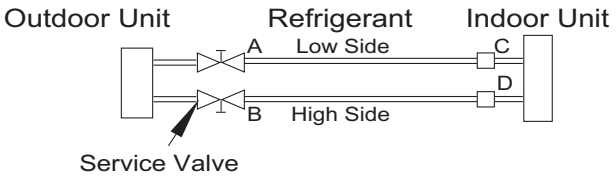

Fig. 6 —Service Valve
3. Fully open the low side of manifold gage (see Fig. 6).